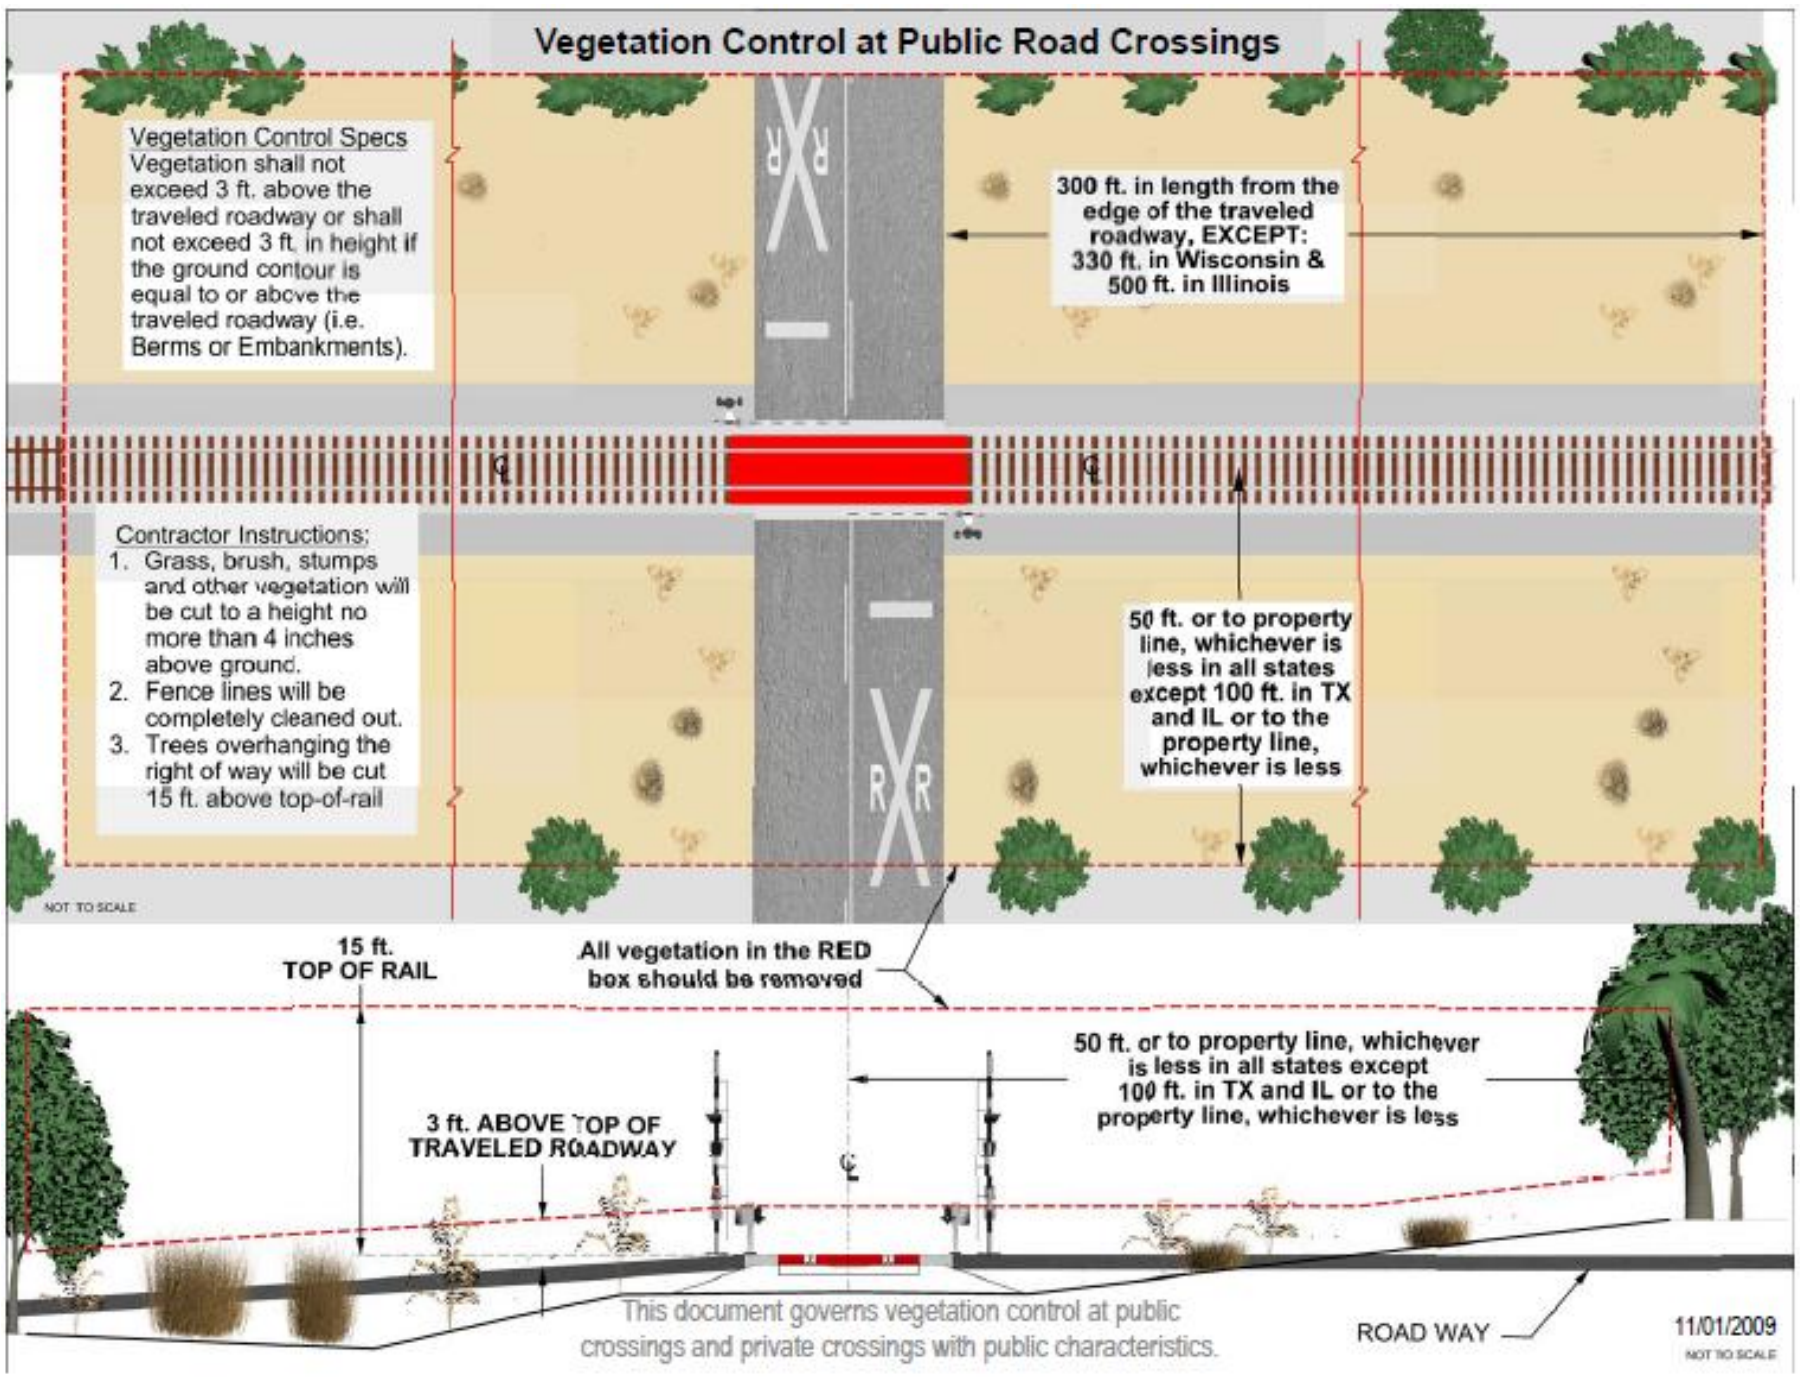

Figure 6-A
- 300 feet each way from public crossings {except Illinois (500 ft.), Wisconsin (330 ft.)} and private crossings that have the characteristics of a public crossing, refer to Figure 6-A.
- 50 feet or to property line, whichever is less {except Illinois (100 ft.), Texas (100 ft.)}, refer to Figure 6-A.